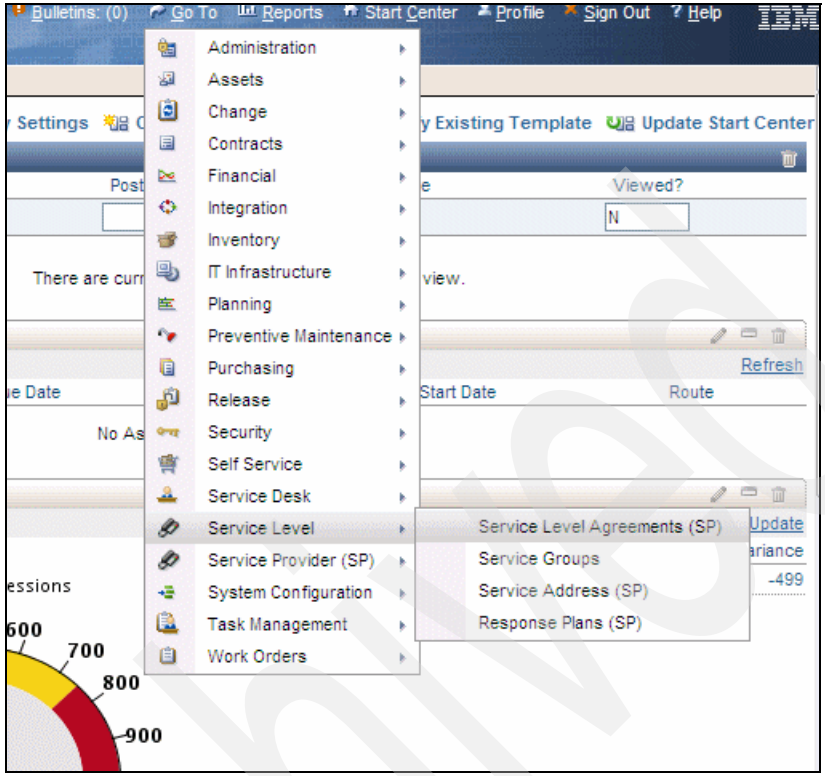

Figure 3-41 Service Level Agreement application
1. Open the **Service Level Agreement** application, as shown in Figure 3-41 on page 56.